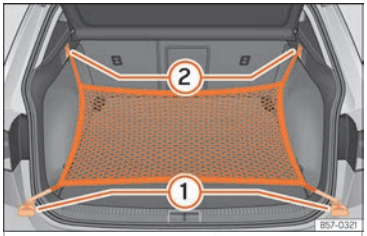

Abb. 140 Im Gepäckraum: Ösen ① und Haken ② zum Einhängen des Gepäckraumnetzes.
- Hängen Sie die kurzen Haken des Netzes in die Verzurrösen ››› **Abb. 140** ① ››› ⚠ ein. Der Reißverschluss des Gepäckraumnetzes muss dabei nach oben zeigen.
- Befestigen Sie die Spanngurte in den Taschenhaken ②.